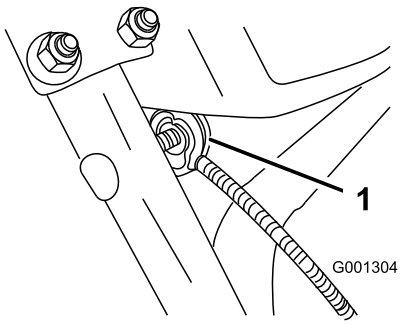

Figura 7
3. Togliete il dado e la rondella dalla stegola, attaccate alla stegola il serrafilo presente sul cavo, montate il dado e la rondella e serrate a mano il dado (Figura 7).